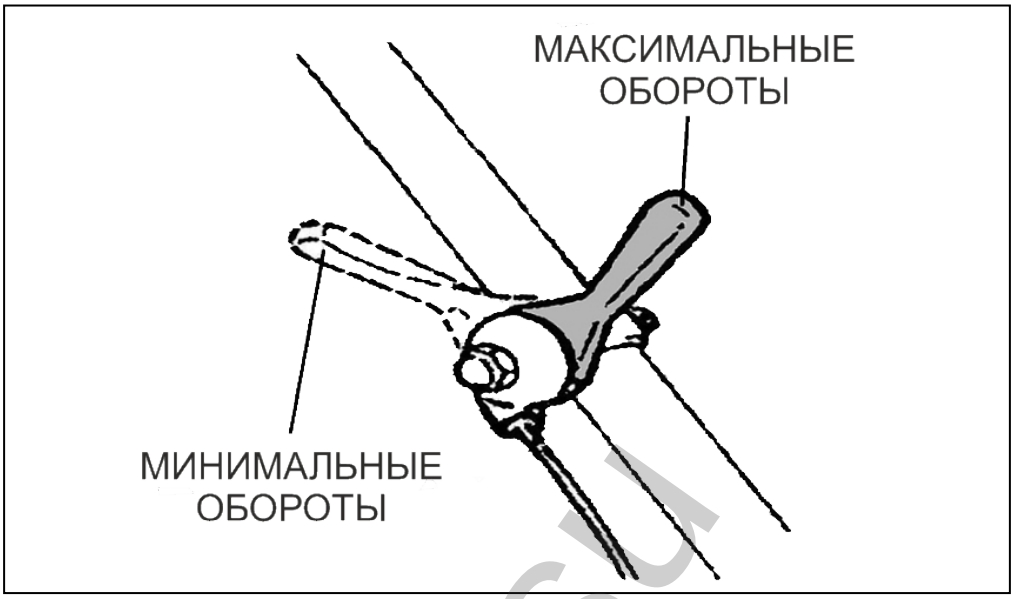

Рис. 12. Положения рычага газа.
4. Переставьте рычаг газа на 1/3 хода в сторону положения максимальных оборотов двигателя (Рис. 12).